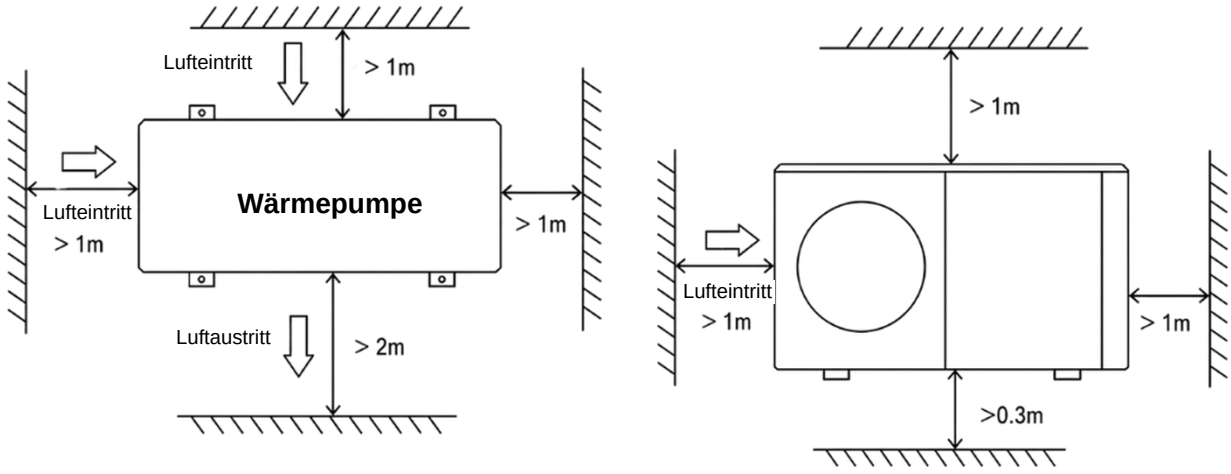

Abbildung 1
4. Für eine einfachere und effizientere Wartung und Fehlerbehebung dürfen sich im Umkreis von 1 m um das Gerät keine Hindernisse befinden. Für eine ausreichende Belüftung dürfen sich bis zu einem senkrechten Abstand von mindestens 2 m über dem Gerät keine Hindernisse befinden. Siehe Abbildung 1.